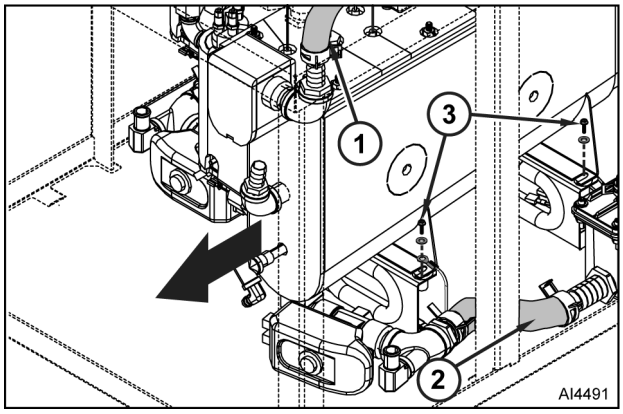

Fig. 24
A. Disconnect steam hose (1, Fig. 24) from generator tank.
B. Disconnect drain hose (2) from drain box.
C. Loosen / remove bolts and washers (3) that secure steam generator to mounting brackets.